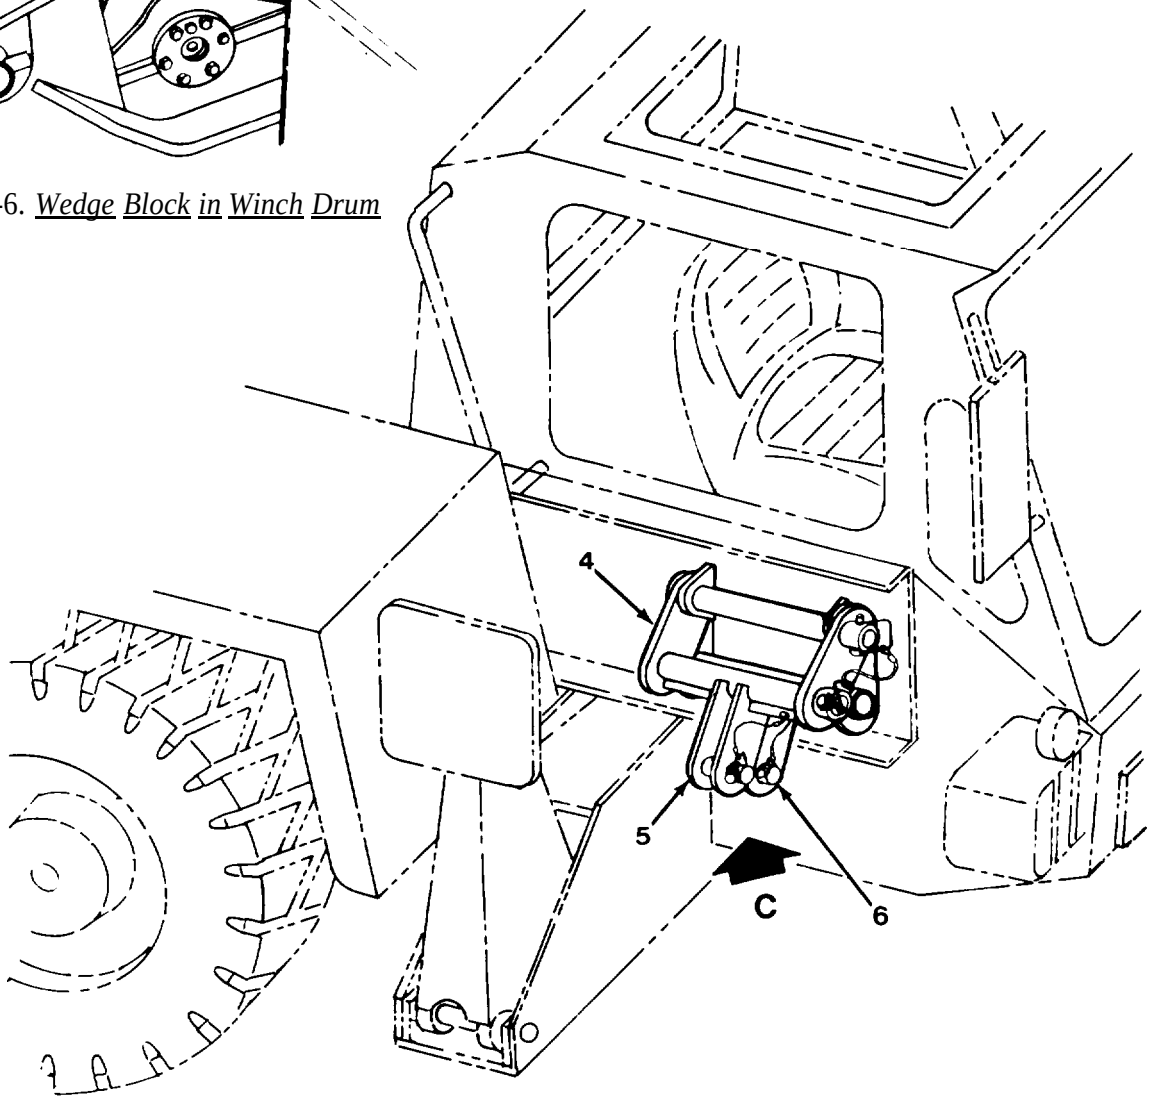
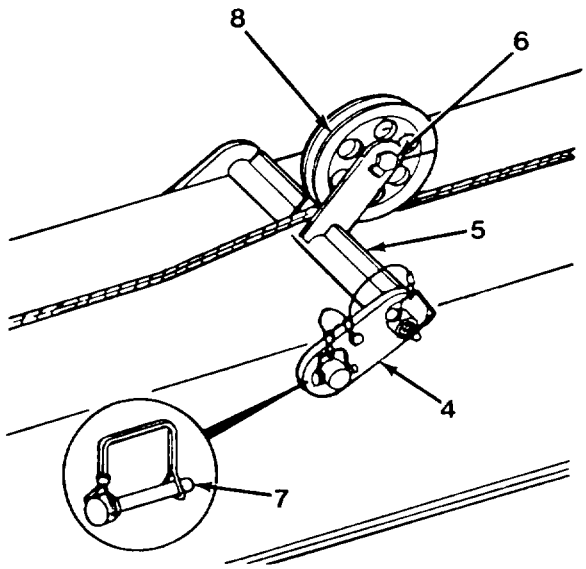

Figure 5-7. *Storage Location C*
Figure 5-8. *Installing Sheaves*
a. Remove two right side attaching links (4) and toggle sheave brackets (5) from storage location C (Figure 5-7) on right front side of carrier frame.
b. Remove two sheave pins (6) from toggle sheave brackets (5).
c. Attach two toggle sheave brackets (5) and attaching links (4, Figure 5-8) to studs on top of boom. The cable should lay over two toggle sheave brackets (5), between ears. Secure two attaching links (4) and toggle sheave brackets (5) with two lynch pins (7) tethered to attaching links (4).
d. Remove two sheaves (8) from tool box and install on toggle sheave brackets (5) with sheave pins (6). Make sure hex head of sheave pin (6) is aligned with key stock on toggle sheave bracket (5).